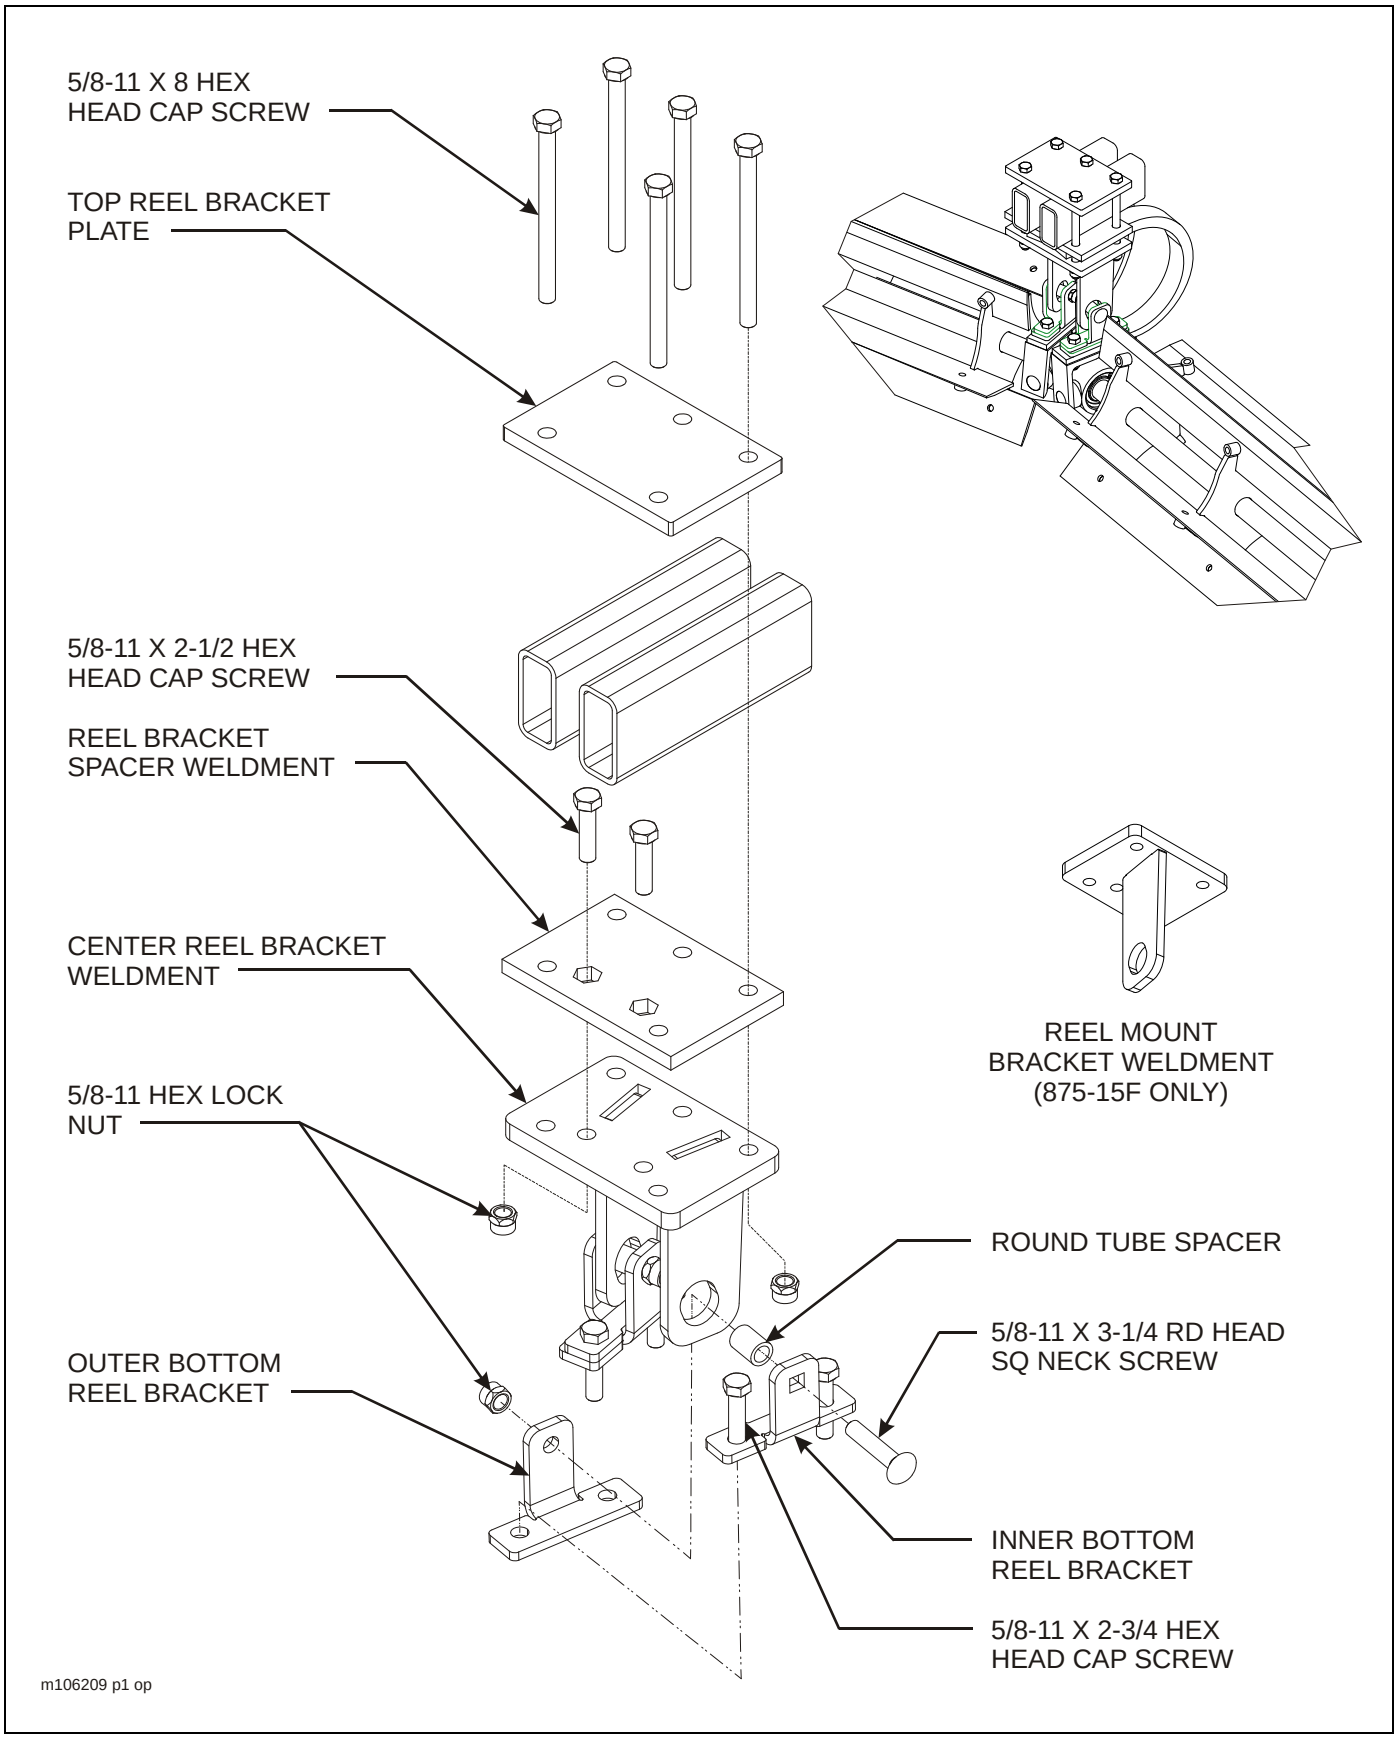

**Figure 3-12: Center Reel Assembly Installation**
b. The inner reel bracket (with square hole) must be placed toward the reel blades **(See Figures 3-12 and 3-13).**
h. Carefully lift reel assembly and loosely bolt top reel bracket plate to frame as shown in **Figure 3-12** using 5/8-11 x 8 hex head cap screws and hex lock nuts **(See Figures 2-1 through 2-7 for location on frame.)**
a. Set inner bottom reel bracket on top of outer bottom reel bracket and loosely attach to top reel guard bracket using 5/8-11 x 3-1/4 round head square neck screw, round tube spacer, and hex lock nut. The inner reel bracket (with square hole) must be placed toward the reel blades **(See Figures 3-12 and 3-13).**